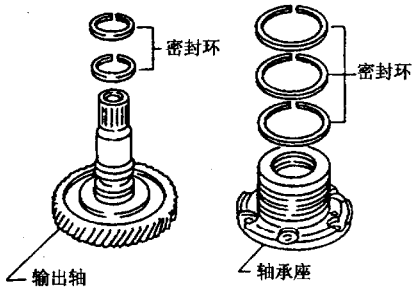

图 9 – 13 – 161
(2) 如图 9 – 13 – 162 所示，用旋具拆下输出轴轴承。